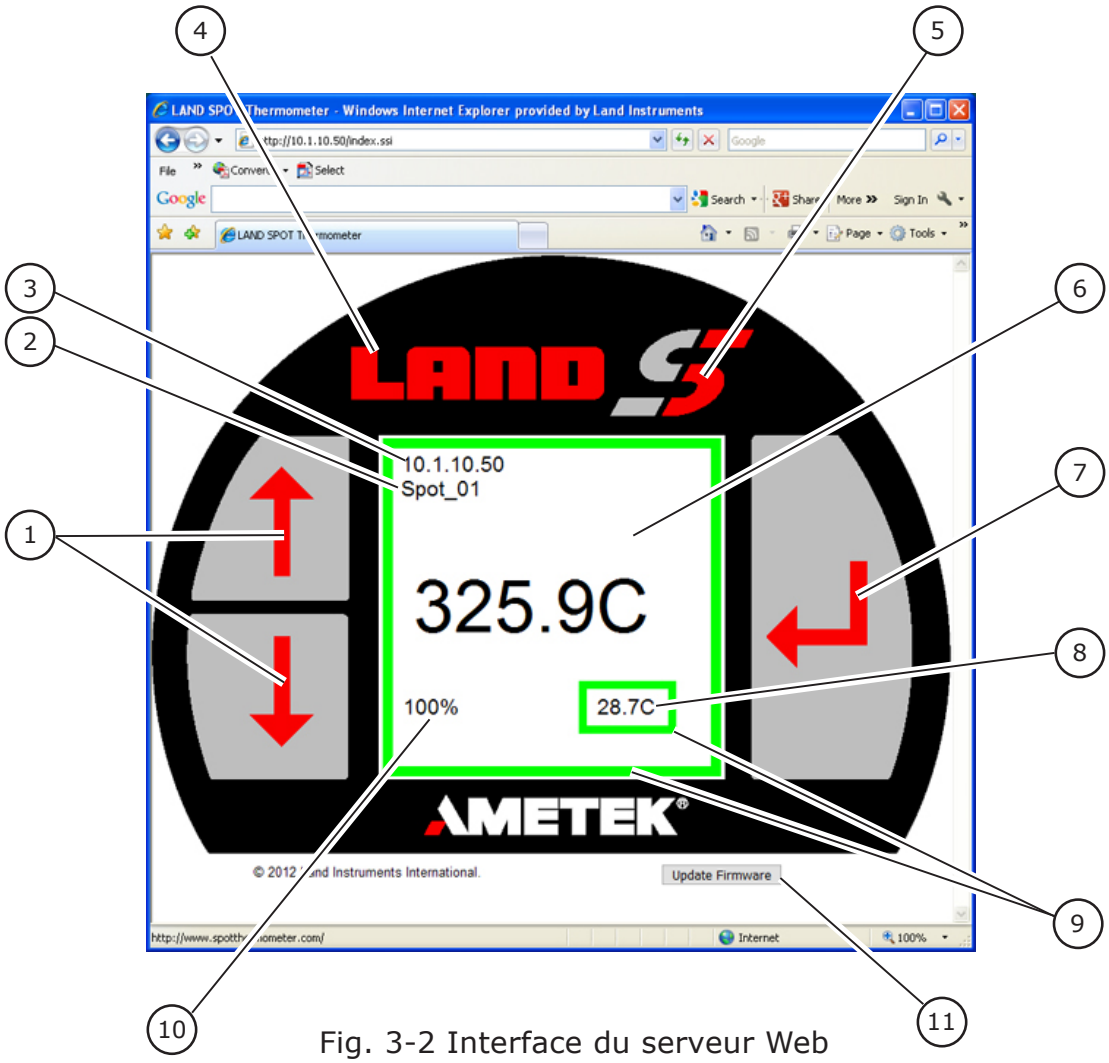

Fig. 3-2 Interface du serveur Web
L'interface du serveur Web s'ouvrira (Fig. 3-2). L'interface reproduit le panneau arrière du thermomètre illustré dans la Fig. 3-1.
3. Reportez-vous à la Fig. 3-2, élément 11. Cliquez sur le bouton Mettre à jour le firmware.